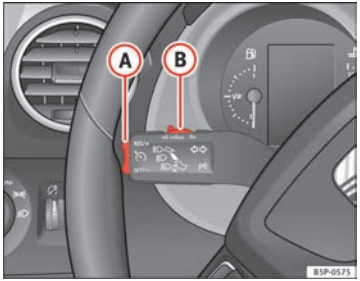

Fig. 155 Turn signal and main beam headlight lever: switch and rocker switch for the cruise control
- when the lever (B) is moved to the position “CANCEL” without reaching the “OFF” position. Once the “CANCEL” operation is completed, the lever is released and returns to its initial position.
To resume the cruise control, release the brake or clutch pedal or reduce the vehicle speed to less than 180 km/h (110 mph) and press once on the upper part of the rocker switch **RES/+** ⇒ Fig. 155 (A).